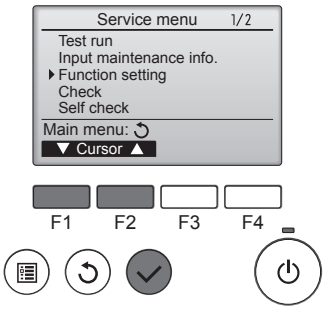

Fig. 6-2
6.2. Пульт дистанционного управления (Fig. 6-2)